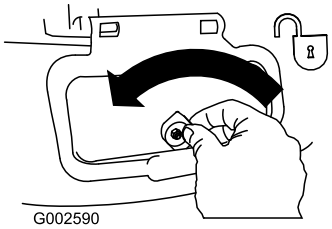

Figur 26
1. Lås opp sideutslippsluken (Figur 26).